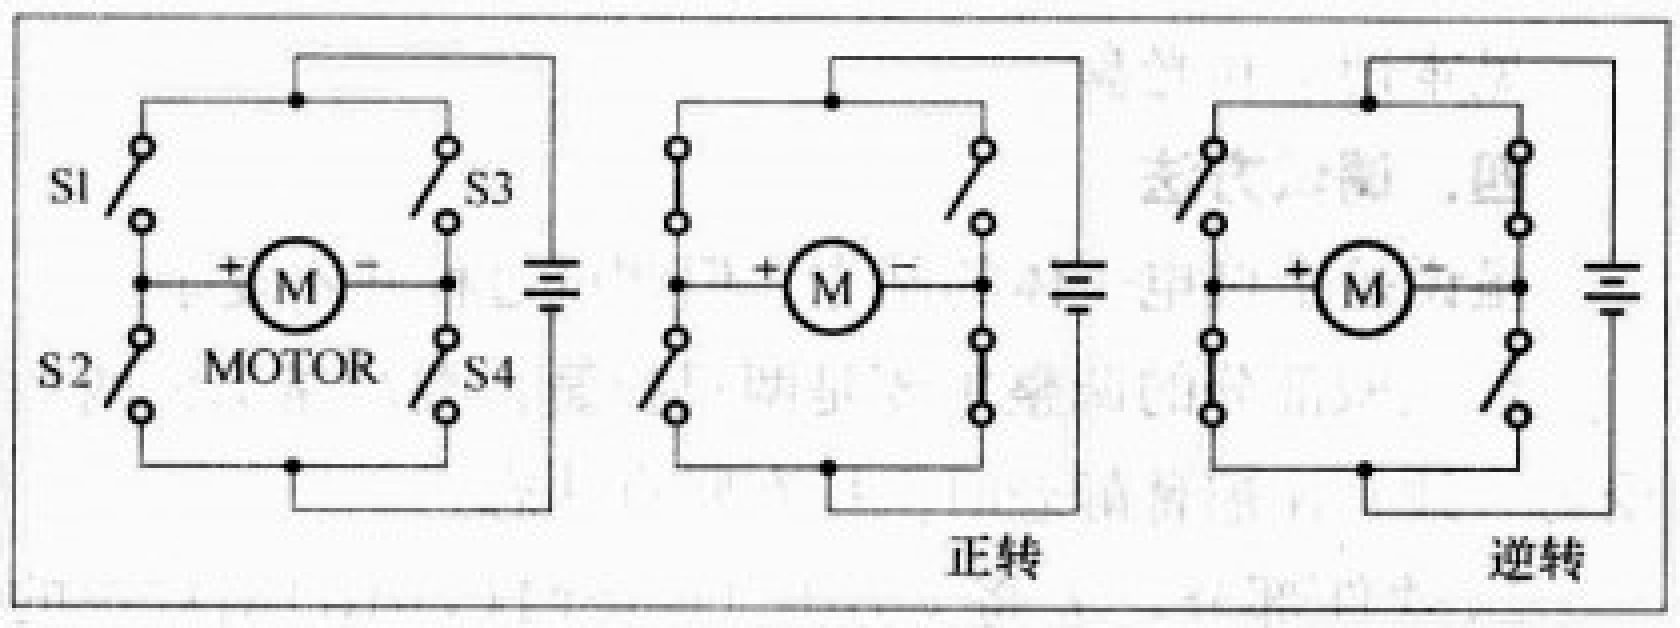

图11 H桥驱动原理
5. 采用驱动直流电机正反转的方式，驱动音圈电机来回摆动。让电机正、反转的方法很多，最典型的是H桥电路驱动，H桥电路原理见图11，常见的是用三极管代替图中的开关。